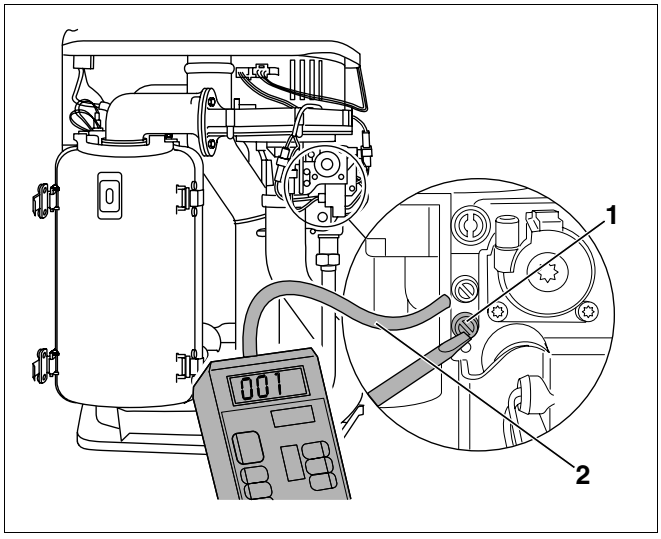

Rys. 30 Pomiar ciśnienia na przyłączu gazowym
- Odkręcić o dwa obroty śrubę zamykającą złączkę do kontroli ciśnienia na przyłączu gazowym (rys. 30, **poz. 1**).
- Nałożyć wąż pomiarowy (rys. 30, **poz. 2**) urządzenia do pomiaru ciśnienia na złączkę do kontroli ciśnienia na przyłączu gazowym (rys. 30, **poz. 1**).